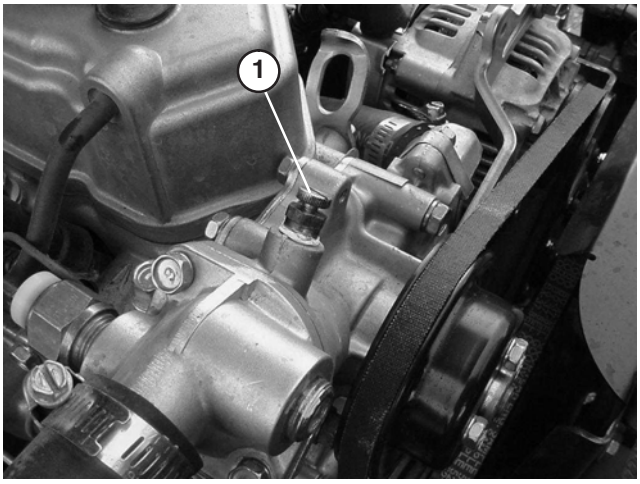

Bild 50
6. Öffnen Sie die Entlüftungsschraube oben an der Wasserpumpe (Bild 50).